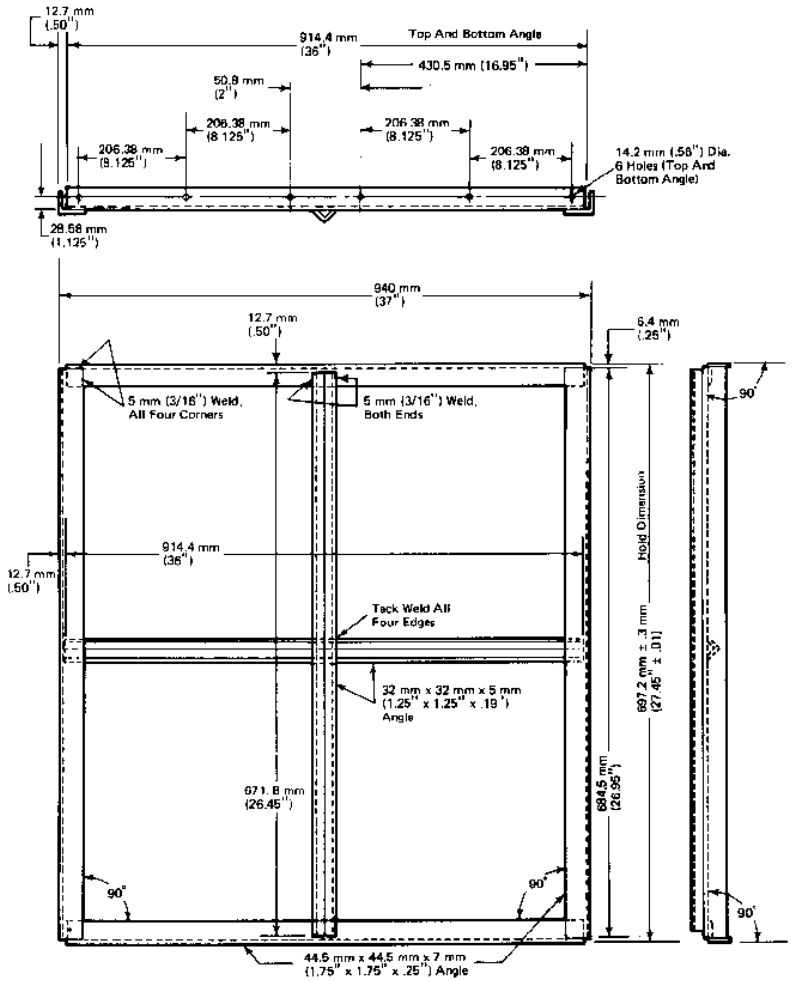

Fig. 6 - Header Clamping Fixture
When repairing an outer tube row failure, the header is held square by the solder which has not been removed from the middle tube rows. To repair a middle tube row failure a clamping fixture, Fig. 6, should be constructed to hold the header square while repairs are made.
1. Construct a clamping fixture using the dimensions given in Fig. 6.